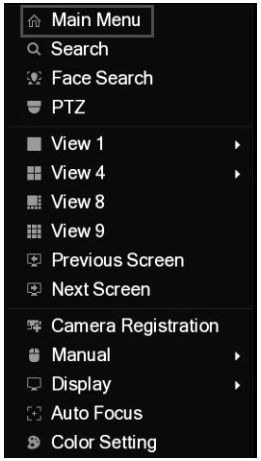

Figure 5–1
Step 1 In the live view screen interface, right–click anywhere on the screen. The shortcut menu is displayed. See Figure 5–1.